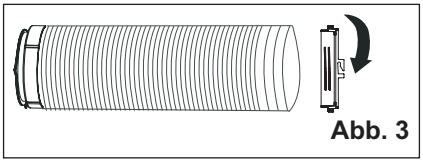

Abb. 3
2. Schrauben Sie das Anschlussstück B auf das andere Ende des Schlauchs. (Abb. 3).